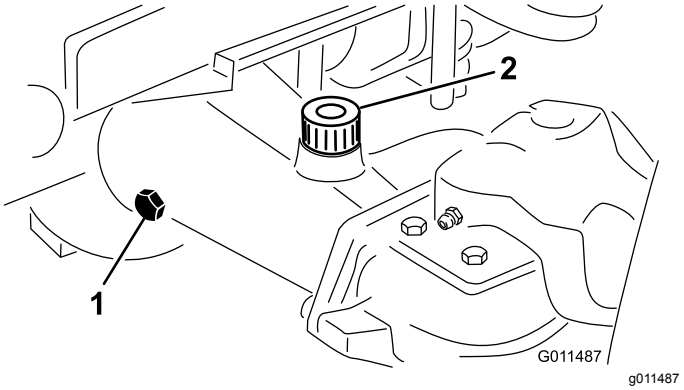

**Figur 16**
2. Fjern en kontrolprop fra akslens ene ende (Figur 16), og sørg for, at smøreoliestanden når op til bunden af hullet. Hvis oliestanden er lav, fjernes påfyldningsproppen (Figur 16), og der hældes tilstrækkelig olie på, til den når op til bunden af kontrolprophullerne.